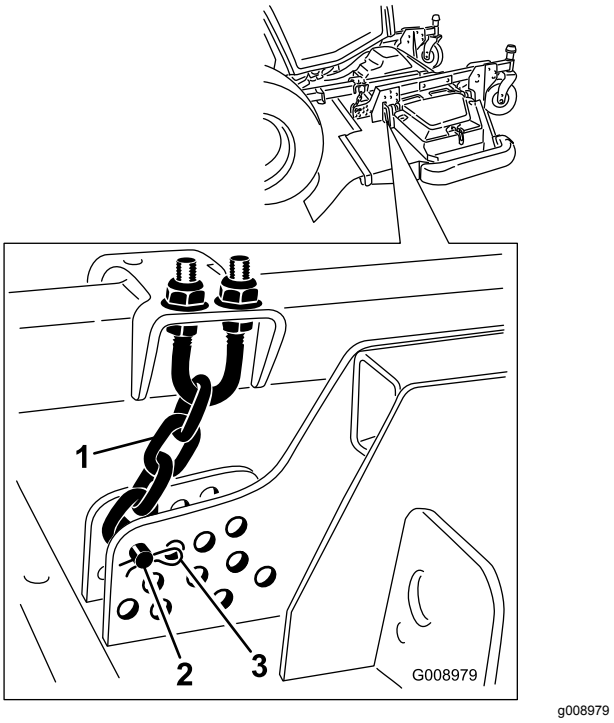

Figuur 35
9. Verwijder de R-pen en de gaffelpen waarmee de maaihoogtekettingen zijn bevestigd aan de achterkant van het maaidek (Figuur 35).